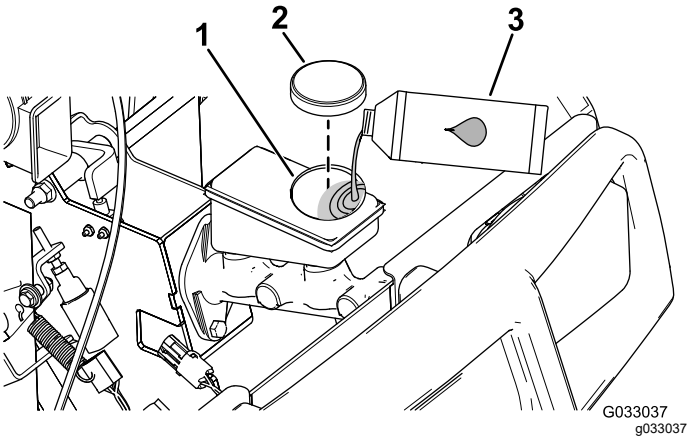

Figuur 16
2. Open de motorkap om toegang te krijgen tot de hoofdremcilinder en het reservoir (Figuur 16).
A. Reinig de omgeving van de reservoirdop en verwijder de dop (Figuur 16).
C. Plaats de dop weer op het reservoir (Figuur 16).